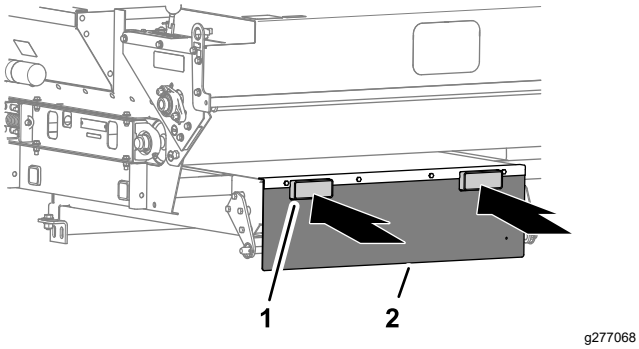

Figur 8
- Om du använder en gaffeltruck för att lyfta topdressern för du in gafflarna genom lyftrören (Figur 8) i den bakre klaffen.